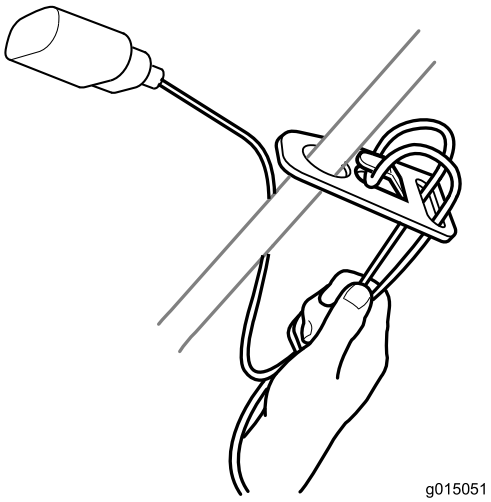

**Figur 7**
1. Gör en ögla av förlängningssladden och sätt fast den i sladdlåset (Figur 7).